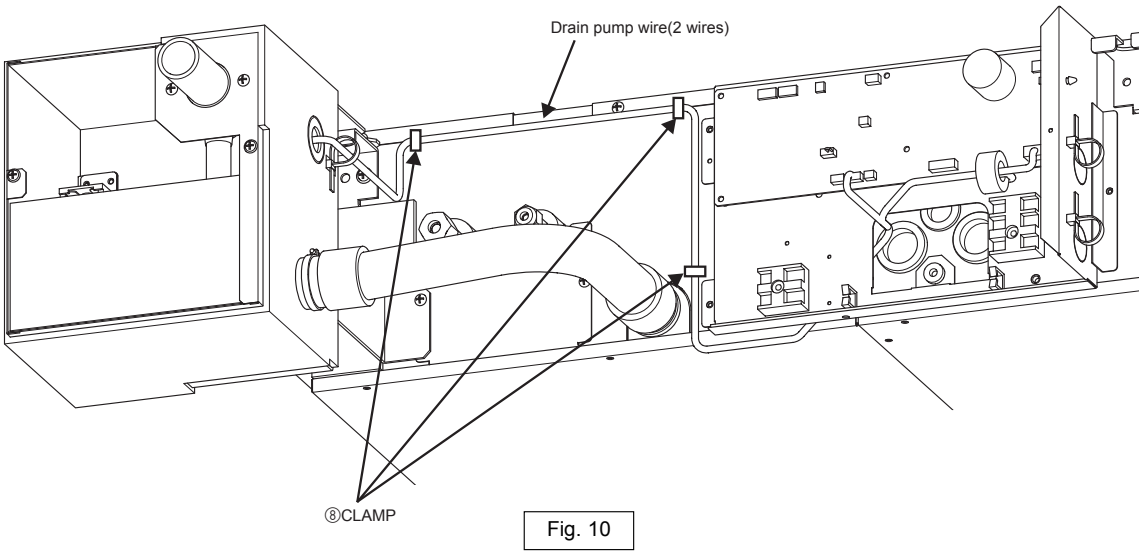

Fig. 10
(8) Fix the two drain pump wires with ⑧CLAMPs to the unit. (Fig. 10)